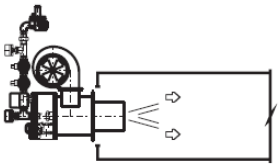

Fig. 2
*) externamente al conducto con aspiración aire externo (Fig. 2)